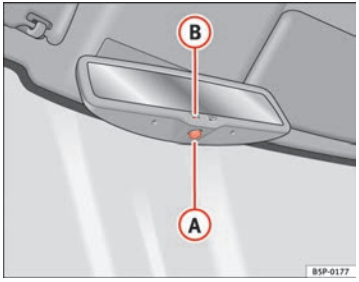

Fig. 86 Automatic anti-dazzle interior mirror.
– Press button (A) ⇒ fig. 86. Warning lamp (B) goes out:
– Press button (A) ⇒ fig. 86. Warning lamp is lit.